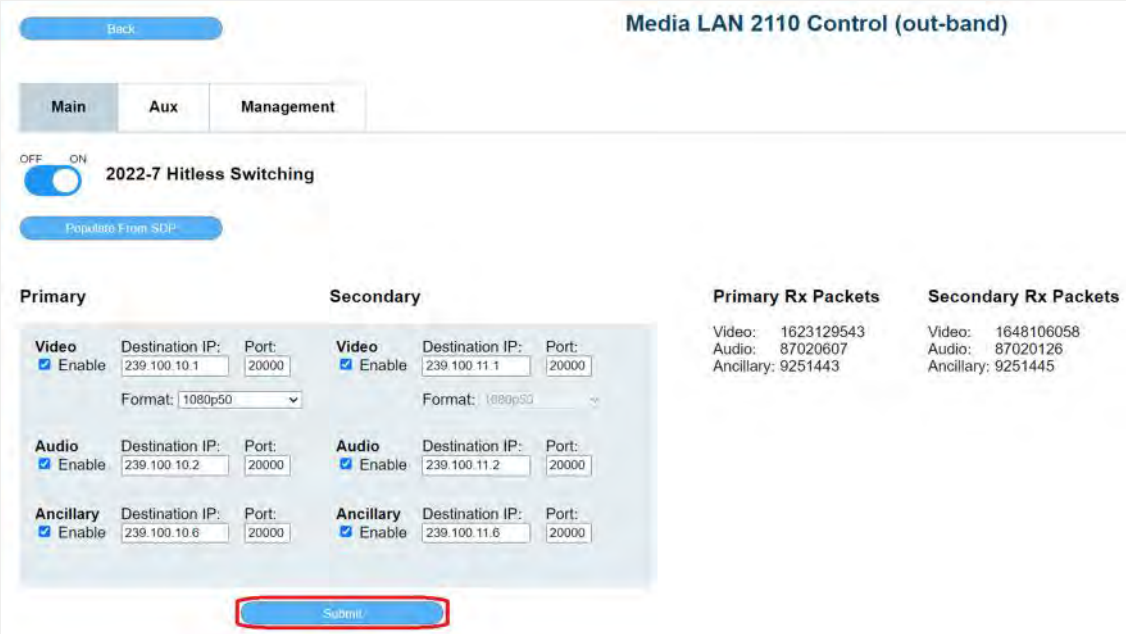

Figure 36. Submit the New Flow Configuration Values
- You may review and/or edit the values then hit submit to apply the new values (Figure 36).